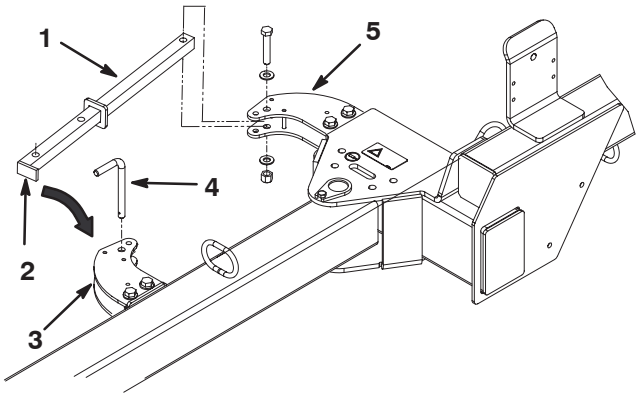

Figura 4
5. Fije el brazo actuador al soporte del actuador con un tornillo de caperuza de 1/2–13 x 2–3/4 pulgada, 2 arandelas planas de 0,531 x 0,063 y una contratuerca de 1/2–13. Posicione los componentes tal y como muestra la figura 4.